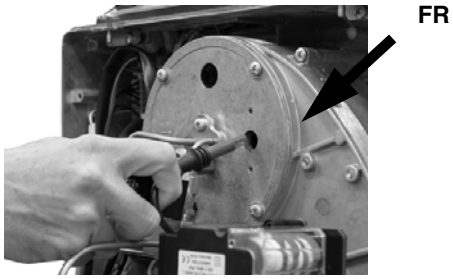

Рис. 42
- Вынуть фоторезистор **FR** с его гнезда (Рис. 42).
Вынуть головку сгорания с гнезда, как указано на Рис. 42